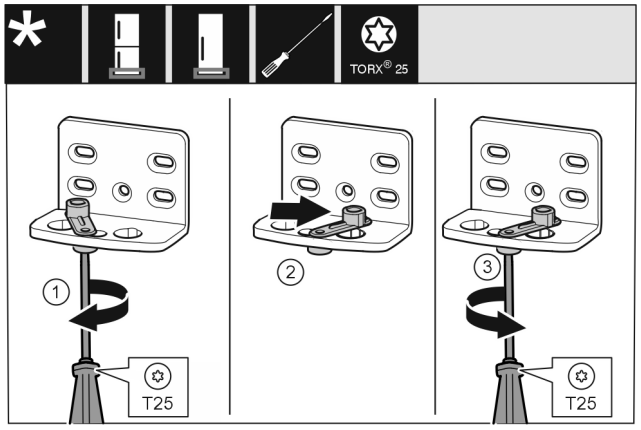

Fig. 14
- ▶ Schraube mit Schraubendreher T25 lose schrauben. *Fig. 14 (1)*
- ▶ Türschließhilfe anheben und um 90° nach rechts in Bohrung drehen. *Fig. 14 (2)*
- ▶ Schraube mit Schraubendreher T25 festschrauben. *Fig. 14 (3)*